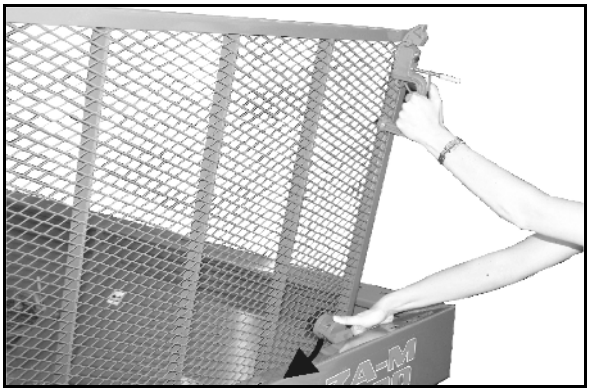

**Rys. 18**
3. Kratę ochronną unieść tak, aż zatrzaśnie się blokada na krawędzi zbiornika (Rys. 18).
- Przed zamknięciem kraty ochronnej blokadę nacisnąć w dół (Rys. 18).